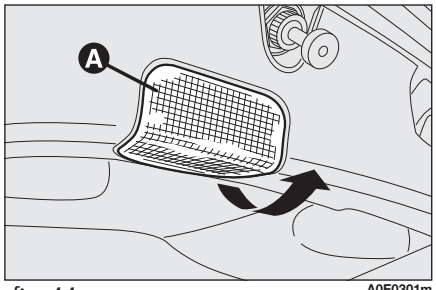

fig. 44 A0E0301m
- ❒ remove the light unit **A-fig. 44** working in the point shown by the arrow;